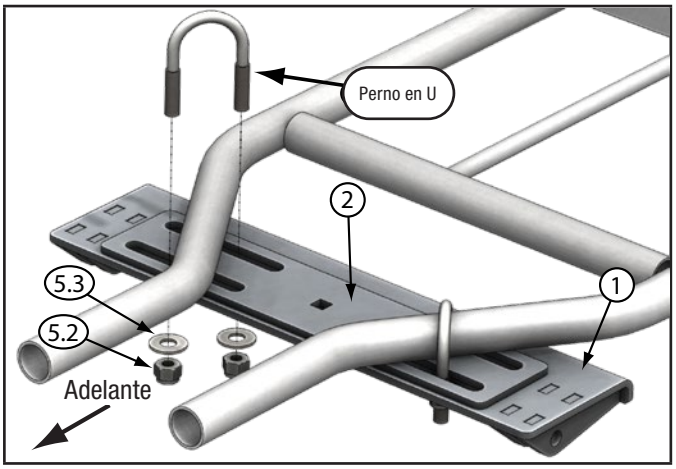

Figura 18 - Instalación del soporte híbrido en marco de tubo redondo
3. Opcional: Coloque la placa de soporte superior en cima del la placa baja como se muestra en la figura 18. Esto no es requerido pero agrega fuerza al soporte para menos flexión cuando esté arando.